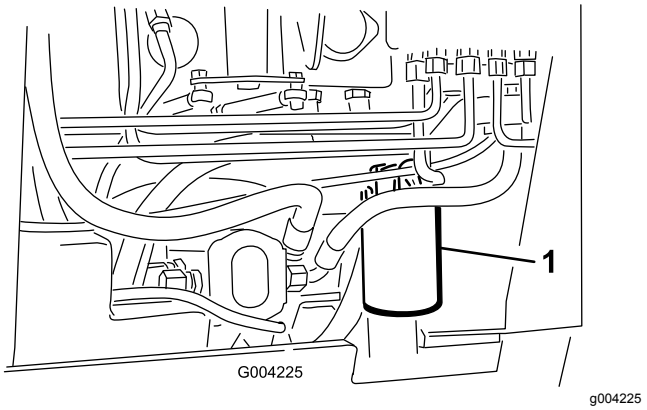

Figur 61
4. Placera ett kärl under filtret (Figur 61).
5. Ta bort det gamla filtret (Figur 61) och torka rent ytan på filteradapterpackningen.
7. Sätt i det nya hydraulfiltret i filteradaptern (Figur 61). Dra åt det medsols tills gummipackningen vidrör filteradaptern, och dra sedan åt filtret ytterligare ett halvt varv.